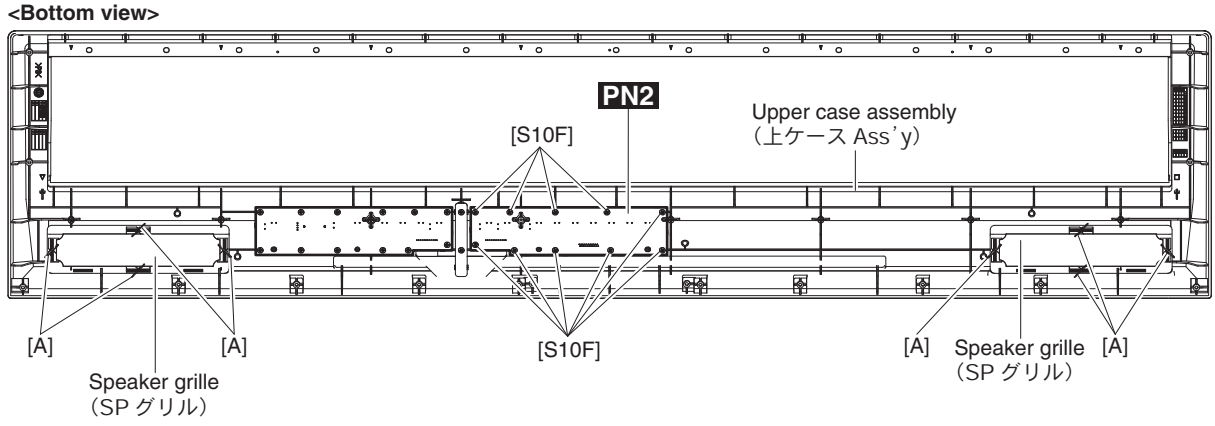

Fig. A-7（図 A-7）
A-9-3 Remove the ten (10) screws marked [S10F]. The PN2 circuit board can then be removed. (Fig. A-7)
A-10-3 Set the four (4) hooks [A] parallel to the groove in the upper case assembly. (Fig. A-7)
A-9-3 ［S10F］のネジ 10 本を外し、PN2 シートを外します。（図 A-7）
A-10-3 ［A］の 4 箇所のフックを上ケース Ass'y の溝と平行にします。（図 A-7）